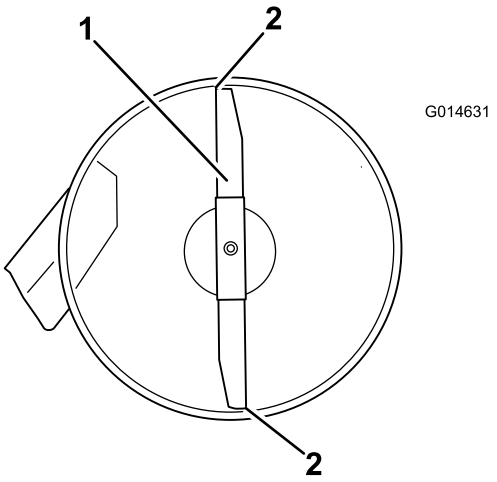
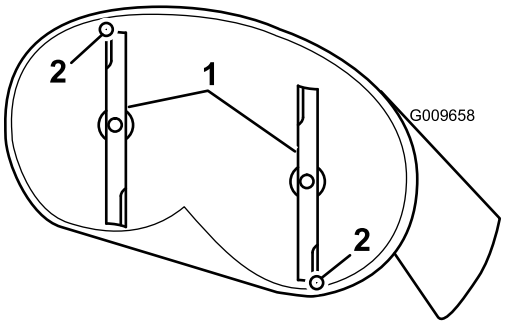

Figuur 59
Figuur 60
4. Draai de messen voorzichtig zodat ze van voren naar achteren staan (Figuur 59 en Figuur 60).
5. Meet de afstand tussen de rand van zowel het voorste mes als de rand van het achterste mes tot het horizontale oppervlak (Figuur 59).
9. Controleer de schuinstand nogmaals na het instellen, ga door met het instellen van de moer totdat de rand van het voorste mes 1,6 tot 7,9 mm lager staat dan de rand van het achterste mes (Figuur 59).